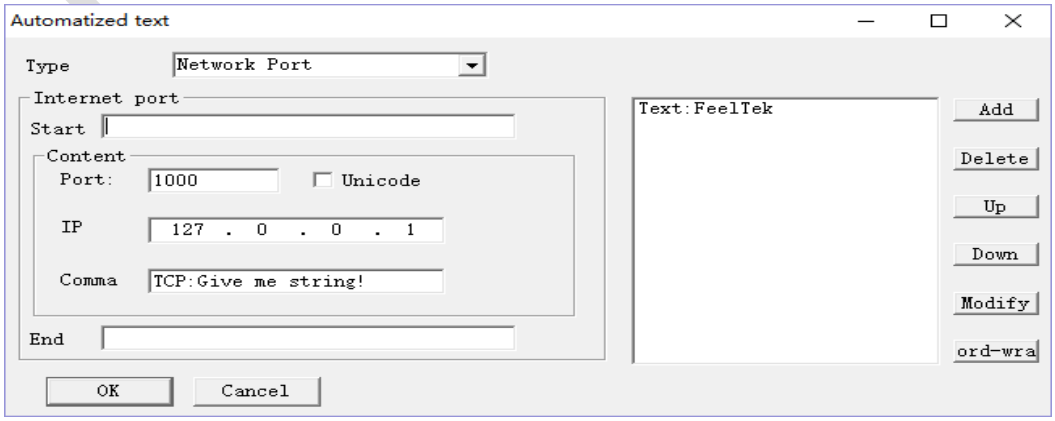

Figure 2-2-18 Automatic text--network port text mode
7) Network port: during the process, the system automatically reads the string from the network through the computer network interface. As Figure 2-2-18.